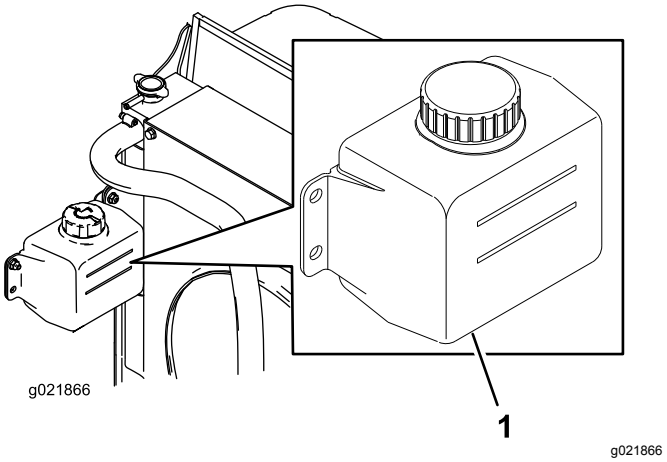

Figur 16
1. Kontrollera kylvätskenivån i expansionstanken (Figur 16).